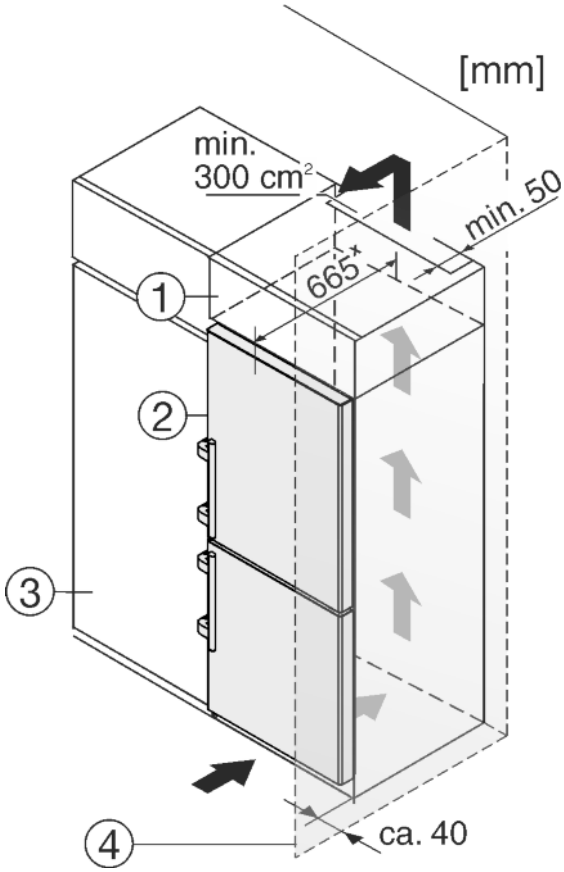

Fig. 42
Zařízení lze zabudovat do vybavení kuchyně. K vyrovnání přístroje *Fig. 42 (2)* na výšku kuchyňské linky lze na přístroj nasadit odpovídající nástavec *Fig. 42 (1)*.
Při montáži do kuchyňských skříní lze přístroj instalovat hned vedle kuchyňské skříně *Fig. 42 (3)*. Aby bylo možné otevřít dvířka, musí spotřebič vystupovat minimálně o 65 mm^{x} vůči přední části kuchyňských linek. V závislosti na hloubce kuchyňských linek a použití vymezovačů odstupu od stěny může spotřebič dál vyčnívat.
Když se přístroj instaluje závěsy vedle stěny *Fig. 42 (4)*, musí být vzdálenost přístroje od stěny alespoň 40 mm. To odpovídá přesahu madla při otevřených dveřích.